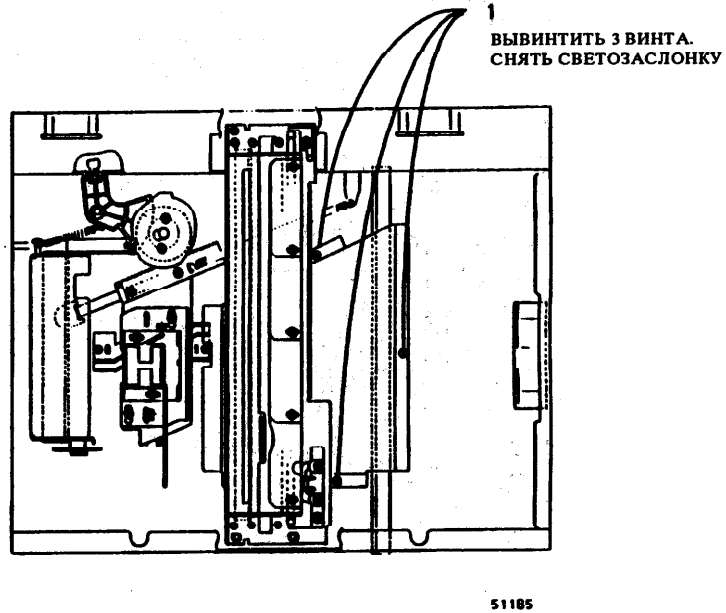

Рис. 1. Снятие светозаслонки
2. (Рис. 1) Снять светозаслонку.